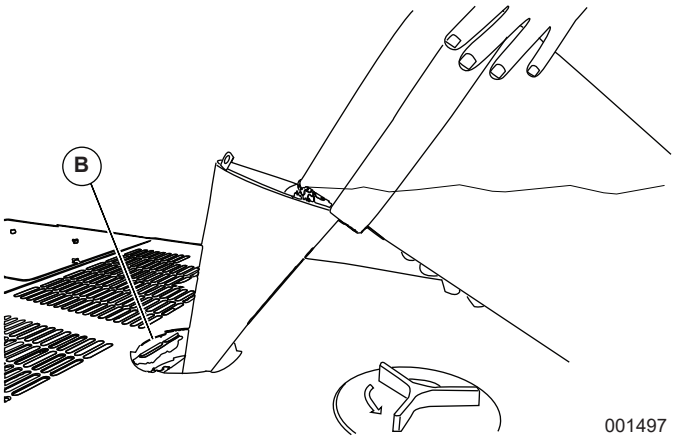

Figure 5-14. Filling Coolant System
13. See ***Figure 5-14***. Fill radiator (B) with de-ionized or distilled water (tap water contains minerals which can affect internal engine and cooling system components) and a commercially available cooling system flushing or cleaning product as required. For the XG03245, XG04045, and XG04845 generators with the 4.5 L NA engine, use 2.9 US gal (11 L).